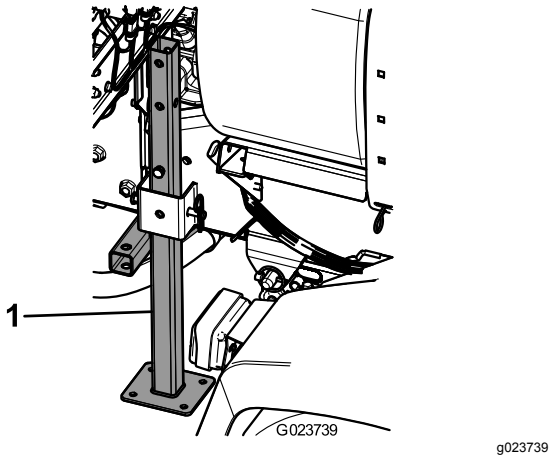

Figur 41
3. Skjut in de bakre domkrafterna nedifrån, upp genom ramen, och nära de bakre fästpunkterna (Figur 41).